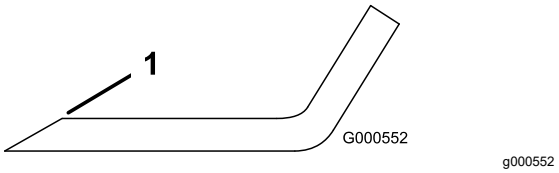

**Figuur 79**
1. Gebruik een vijl om de snijranden aan beide uiteinden van het mes te slijpen (Figuur 79).
**Opmerking:** Als het mes niet in balans is, moet u wat metaal afvijlen van het uiteinde van de vleugel (Figuur 79).